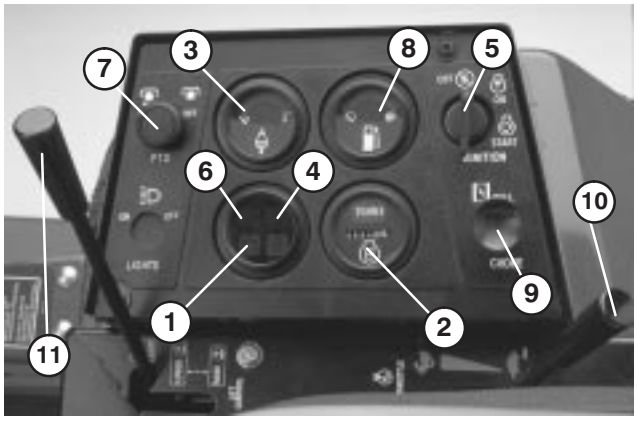

Figure 18
Amp Light (Fig. 18) — The amp light should be off when engine is running. If it is on, the charging system should be checked and repaired if necessary.
Hour Meter (Fig. 18) — Accumulated engine operating time registers on the hour meter.
Temperature Gauge and High Temperature Light (Fig. 18) — The coolant temperature gauge registers the coolant temperature in the system. If the temperature gets too high the engine will automatically shut off and the High Temperature Shutoff Light will light. When this happens, turn the ignition key off, check radiator for debris, check the fan belt and check the expansion tank for proper coolant level. The high temperature shutoff will automatically reset when the coolant temperature has reached a safe level.
Low Oil Pressure Light (Fig. 18) — If engine oil pressure falls below a safe level, the light glows. Stop engine and repair before resuming operation.
PTO Switch (Fig. 18) — Pull up on switch handle to ENGAGE electric PTO clutch. Push switch down to DISENGAGE electric PTO clutch. The only time the PTO switch should be in the ENGAGE position is when the implement is down in operating position and ready to begin operation.
Ignition Key Switch (Fig. 18) —The ignition switch, which is used to start and stop the engine, has three positions: OFF, RUN and START. Rotate key clockwise — START position — to engage starter motor. Release key when engine starts. The key will move automatically to the ON position. To shut engine off, rotate key counterclockwise to the OFF position.
Choke (Fig. 18) — To start engine, close carburetor choke by pulling choke control upward. After engine starts, regulate choke to keep engine running smoothly. As soon as possible, open the choke by pushing it inward. A warm engine requires little or no choking.
Throttle (Fig. 18) — Throttle is used to operate engine at various speeds. Moving throttle forward increases engine speed — FAST; rearward decreases engine speed — SLOW. The throttle controls the speed of the cutter blades and, in conjunction with traction pedal, controls ground speed of the traction unit.
Hydraulic LIft Lever (Fig. 18) — The hydraulic lift lever has three positions: FLOAT, TRANSPORT and RAISE. To lower cutting unit to the ground, move lift lever forward into notch in seat platform — FLOAT. The FLOAT position is used for mowing and when machine is not in operation. To raise cutting unit, pull lift lever rearward to the RAISE position. After cutting unit is raised, allow lift lever to move to the TRANSPORT position. Cutting unit must be raised when driving from one work area to another.
1. Ensure parking brake is set, PTO switch is in OFF position and lift lever is in TRANSPORT or FLOAT position (Fig. 18). Remove foot from traction pedal and insure it is in neutral.
2. Pull choke (Fig. 18) to full choke position and move throttle control (Fig. 18) to slow position.
3. Turn key in ignition switch to START position (Fig. 18). Release key immediately when engine starts and allow it to return to RUN position. Regulate choke to keep engine running smoothly.